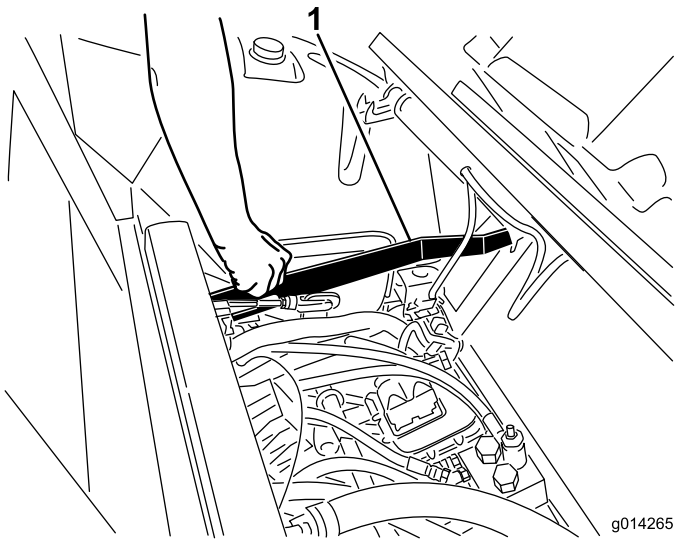

Bild 13
1. Ziehen Sie den Entriegelungsbügel des Sitzhebels nach oben und klappen Sie den Sitz in die arretierte Stellung zurück (Bild 13).